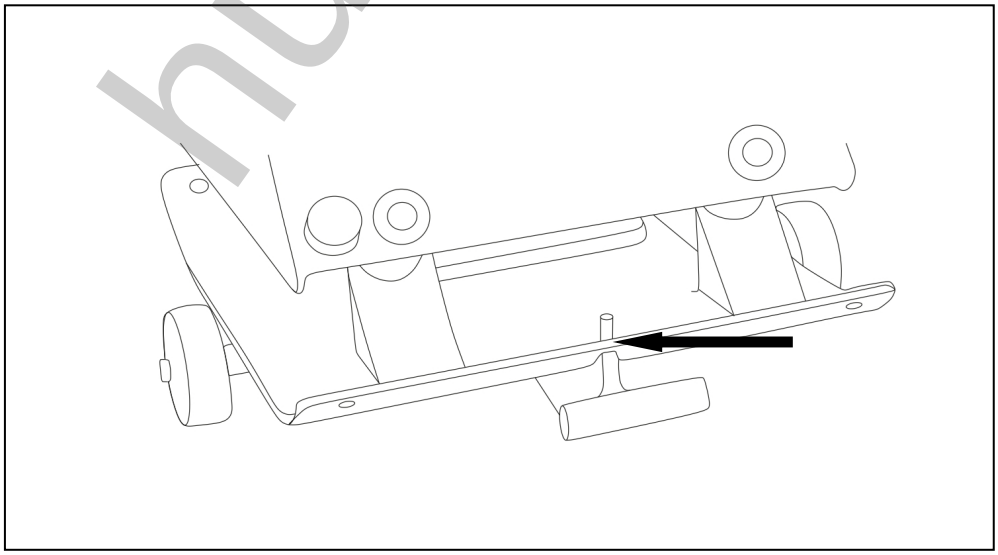

Рис. 5. Установка транспортной тележки.
4. Транспортировочная тележка предназначена для транспортирования виброплиты на короткие расстояния по твердой, гладкой и ровной поверхности. Для установки транспортировочной тележки необходимо совместить шпильку с отверстием на рабочей плите (Рис. 5).